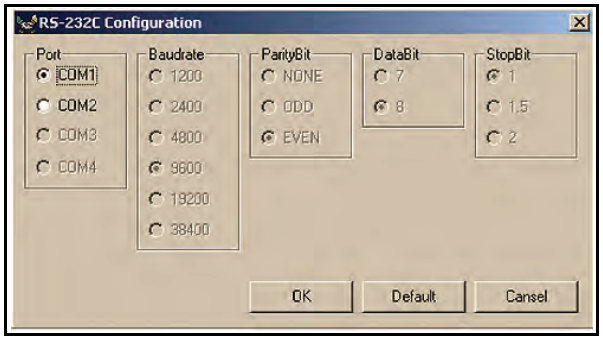

Figure 6-8 RS-232C Configuration Screen
1. Double click on the `Cab300.exe` Adjustment Program and the window shown in Figure 6-8 will appear.